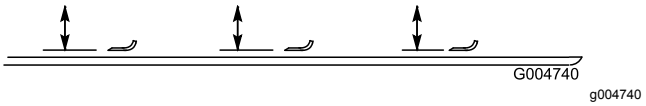

Figur 109
2. Rotera kniven tills ändarna är riktade framåt och bakåt, och mät från klippdäckets insida till knivseggens spets (Figur 109).